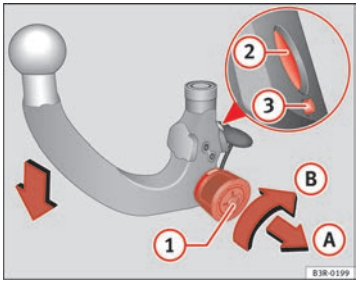

Fig. 157 Removable towing bracket: Setting the spring mechanism to the "ready" position
– Insert the key (1) ⇒ page 199, fig. 157 in the lock on the knob and turn it towards the red marking.
– Pull out the knob in direction (A), hold and turn in direction (B) until the locking pin (2) engages and the release pin (3) moves out visibly ⇒ ⚠.